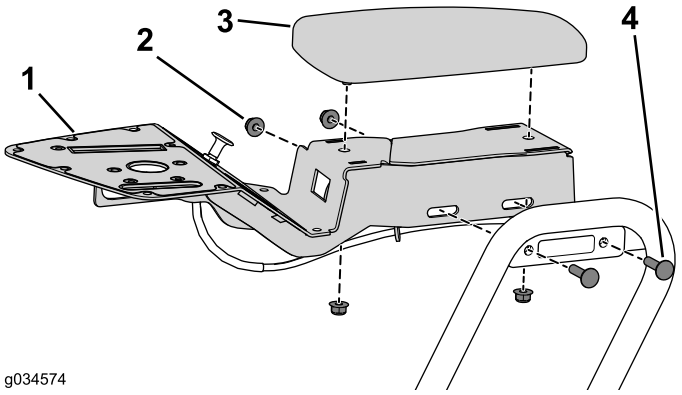

Figura 14
1. Rimuovete i 2 bulloni a testa tonda e i dadi flangiati che fissano il gruppo consolle alla staffa della consolle (Figura 14).
2. Rimuovete i 2 dadi flangiati che fissano il bracciolo dal gruppo consolle (Figura 14).